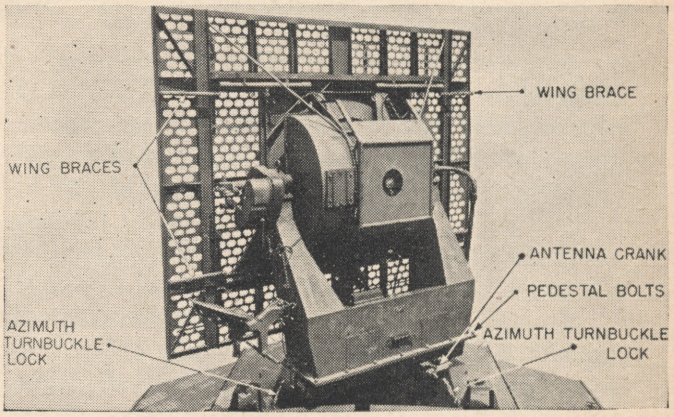

Figure 113. Antenna fastenings.
(4) Turn the front of the antenna around to face the rear of the trailer. Remove the observer's seat and place it in the traveling position.
(5) Fasten the azimuth turnbuckle locks (fig. 113).
(6) Unloosen all the pedestal bolts (fig. 113).
(7) Lower the antenna with the crank handle until the antenna is ¾ down.
(8) Unfasten the two wing braces (fig. 113).
(9) Fasten the wings in traveling position and also the latch holding chain.